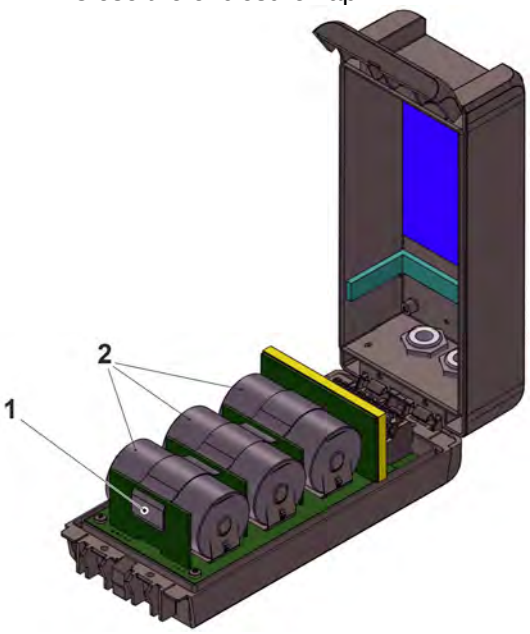

Fig. 48-1 Battery replacement (here: in enclosure S - special design)
2. Loosen the eyelet strap (Fig. 48-1 Pos. 1) to secure the batteries at the top and, if necessary, unthread it to remove the batteries (Fig. 48-1 Pos. 2).
3. Loosen the Velcro strap (not shown) for securing the battery and remove the battery (Fig. 48-1 Pos. 3).
4. Insert the new battery between the separating wall (Fig. 48-1 Pos. 2) and the plastic plug (Fig. 48-1 Pos. 4) (this serves to secure the battery against slipping).